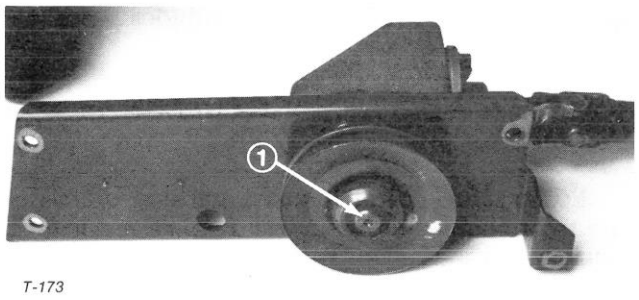

Figure 59
5. Remove set screws from taper lock bushing (Fig. 59). Install one set screw into hole that is threaded on side of taper lock (Fig. 59). Tighten set screw until taper lock is loose on inside of pulley hub.
2. Insert woodruff key into keyway in gear box shaft. Slide pulley w/taper lock onto gear box shaft and key (Fig. 59).
5. Check alignment of gear box pulley with spindle pulley. Loosen and relocate taper lock to adjust, if necessary (Fig. 59).